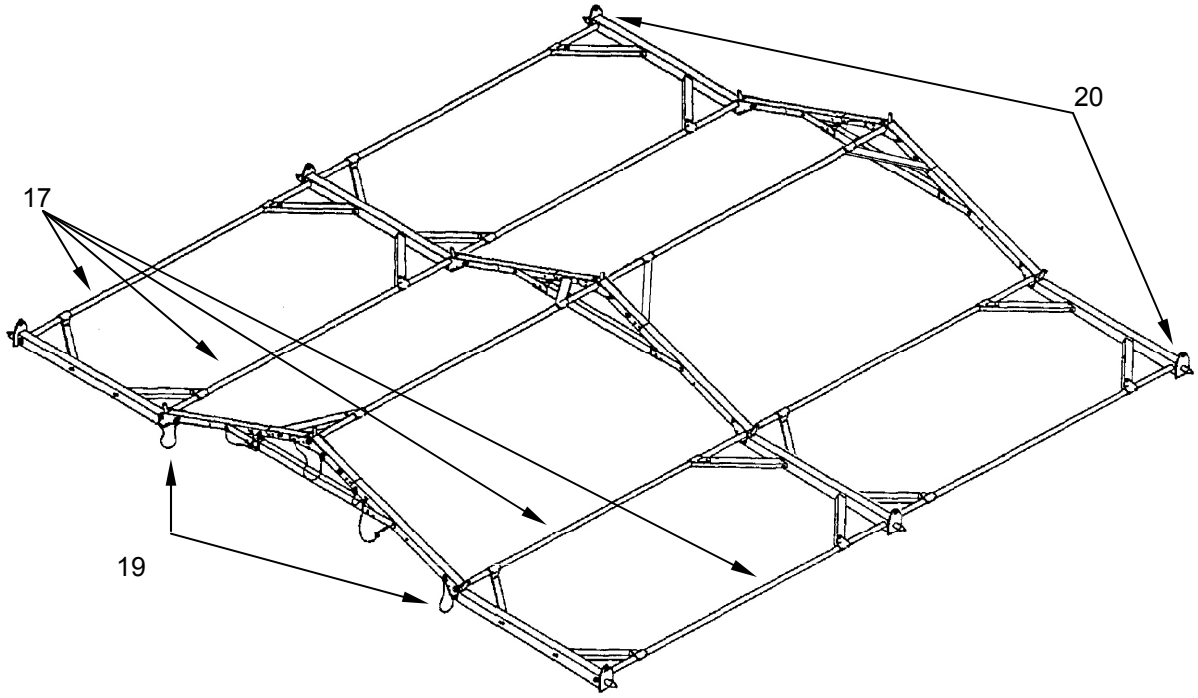

Figure 11. Purlin Assembly.
12. Install purlin **(Figure 11, Item 17)** at each eave **(Figure 11, Item 19)** repeating steps above. Begin at " 4. Identify end fitting...".
13. Install purlin **(Figure 11, Item 17)** at each base **(Figure 11, Item 20)** repeating steps above. Begin at " 4. Identify end fitting...".